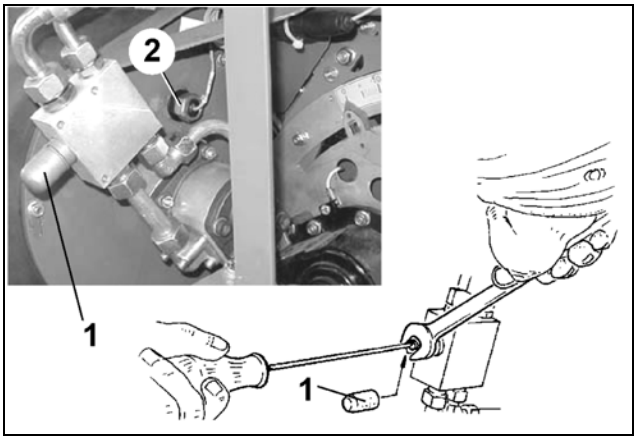

図 106
必要なファン回転数については 表 6 を参照してください。圧力解放バルブ（図 106/2）またはトラクターの電力制御バルブでファン回転数を設定してください。
- 保護キャップ（図 106/1）を取り外します